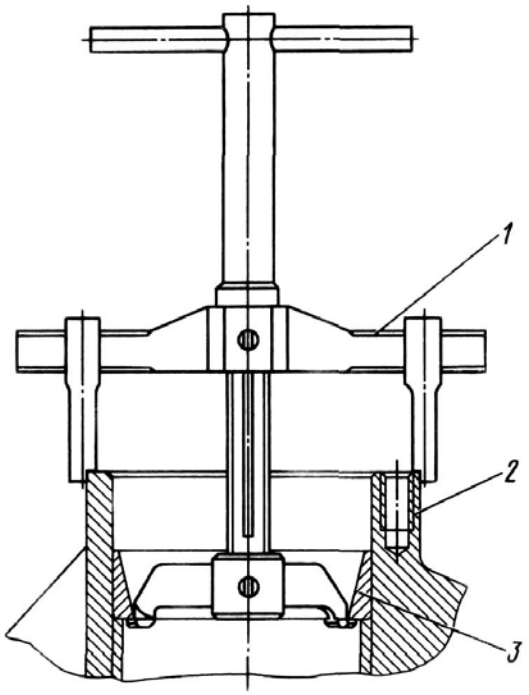

Рис.27. Выпрессовка наружных колец подшипников:
11. Извлеките из ступицы 5 внутреннюю обойму роликового подшипника 10, выпрессуйте (при необходимости) наружные обоймы подшипников 10 и 38 ступиц колес, используя съемник (рис.27).